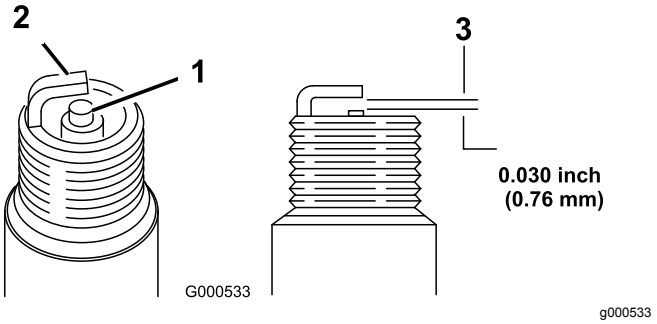

Rysunek 20
5. Ustaw przerwę na świecy na 0,76 mm w sposób widoczny na Rysunek 20.